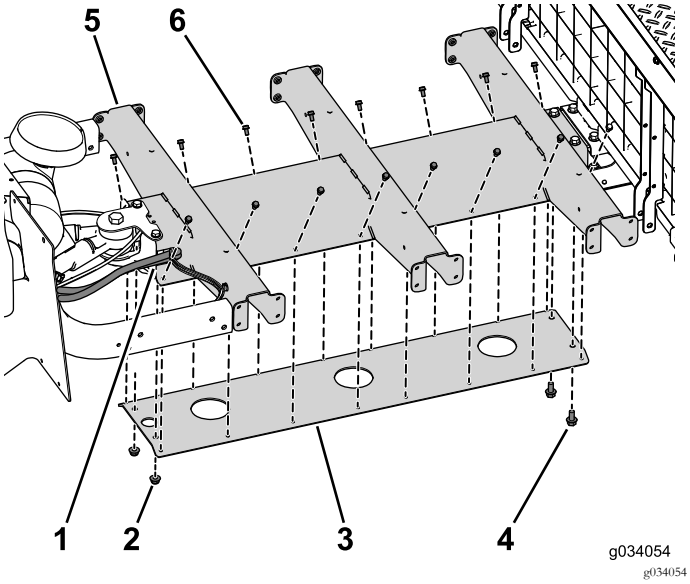

Figure 30
1. Utilisez les 4 boulons (5/16" x ¾") pour fixer, sans le serrer, le support de plateforme sur le profilé central (Figure 30).